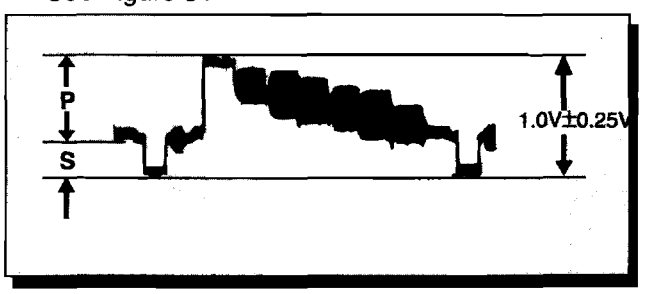

Figure 31. TP12 Waveform
1. Adjust L2109 (on S-Board) to measure 2.4V± 0.1V on the DVM. Confirm that the scope reading is within 1.0 ± 0.25V_{P-P} from sync tip to white level. See Figure 31